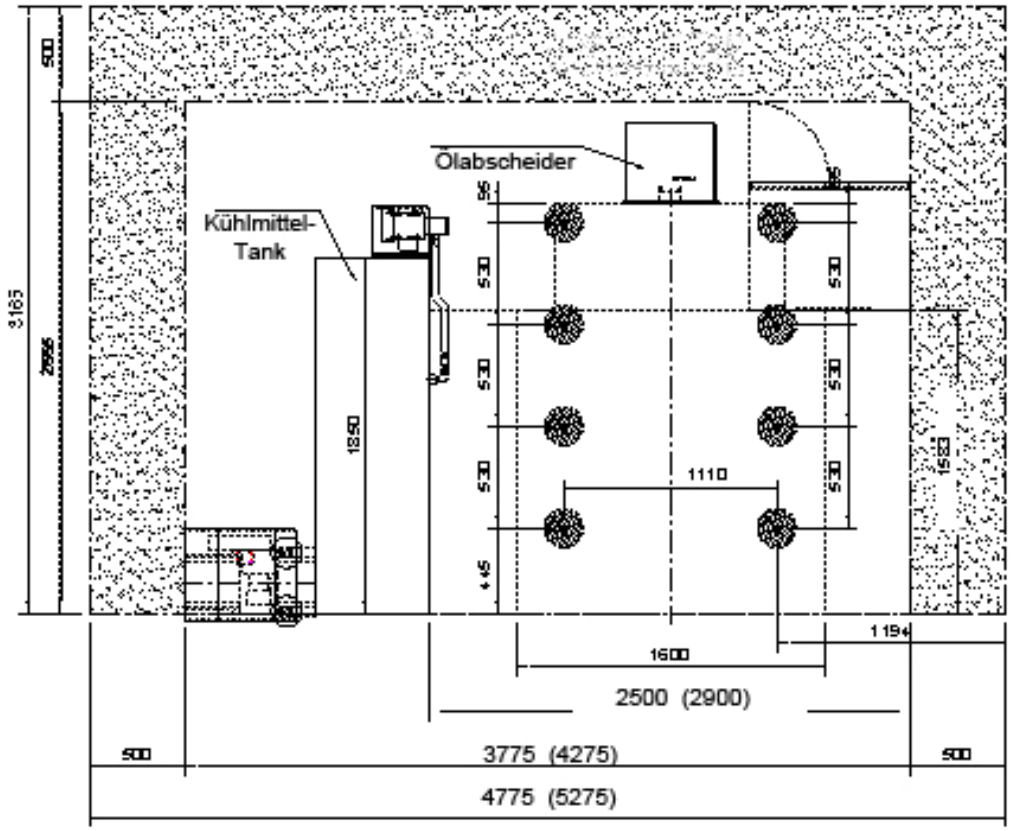

Abb. 3.6.1 Grundriss (POSMILL C 860/ POSMILL C 1050)
A. Die Oberfläche der einstellbaren Maschinenfüße und der Maschinenfüße reinigen und, wie in Abb. 3.6.1.beschrieben, auf dem vorgesehenen Platz aufstellen.